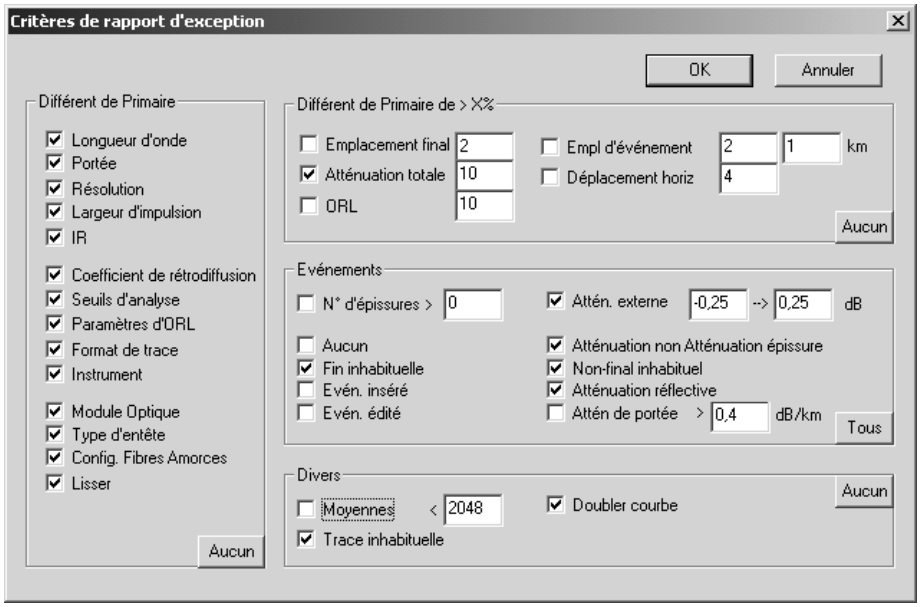

Figure 11-7: Boîte de dialogue Critères du Rapport d'Exception
6. Configurer la boîte de dialogue Critères du Rapport d'Exception comme indiqué dans la Figure 11-7.